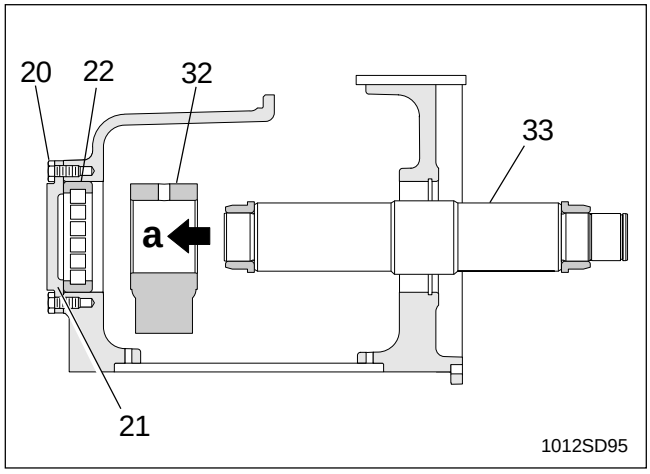

FIG. 5-5 INSTALLING EXCITER SHAFT
1. Lightly lubricate each exciter shaft (33) with 10W30 and press inner bearing races (22) onto both ends of shafts.
2. Install bearing cage (22) into exciter housing. Outer edge of cage should be flush with outer machined surface of housing. *Figure 5-5*.
3. Apply Loctite 515 or equivalent gasket compound to cover (21), and fasten to housing. Secure screws using Loctite 242 or equivalent, and torque to 18 ft.lbs. (24 Nm).
5. Press bearing cage (22) into gear side of housing and secure it in place with retaining ring.